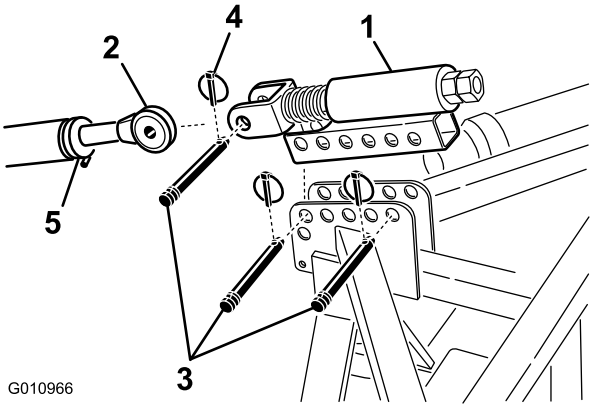

**Figuur 9**
1. Monteer de veerbelaste bovenste schakel aan de beugel van de beluchter met twee draaipennen en lynchpennen (Figuur 9)
2. Draai de borgmoer op de bovenste schakel van de tractor los. Stel de lengte van de bovenste schakel af totdat deze is uitgelijnd met de gaffel op de veerbelaste bovenste schakel van de beluchter (Figuur 9).
3. Sluit de bovenste schakel van de tractor aan op de gaffel van de veerbelaste bovenste schakel en vergrendel met een draaipen en lynchpen (Figuur 9).
6. Draai de bovenste schakel totdat de veer met ongeveer 13 mm is samengedrukt (Figuur 9).